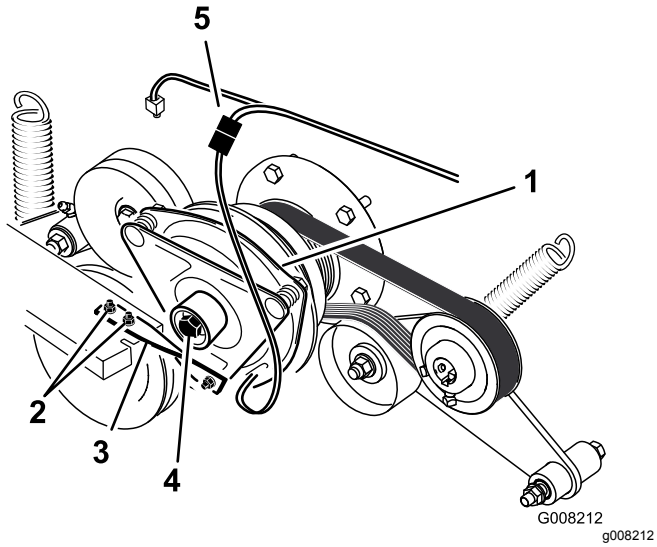

Figur 55
6. Tag koblingsstikket ud (Figur 55).
7. Fjern de bolte, der fastholder gummikoblingsarmen til plæneklipperstellet (Figur 55).
8. Fjern den midterste bolt, der fastholder koblingen til motorens aksel, og fjern koblingen og nøglen (Figur 55).
15. Mens krumtapakslen holdes på maskinens bagende, monteres midterbolten og spændes til et moment på 68 Nm (Figur 55).
16. Monter gummikoblingsarmen på plæneklipperstellet med de to bolte og møtrikker, du fjernede tidligere (Figur 55).
18. Sæt koblingsstikket i (Figur 55).